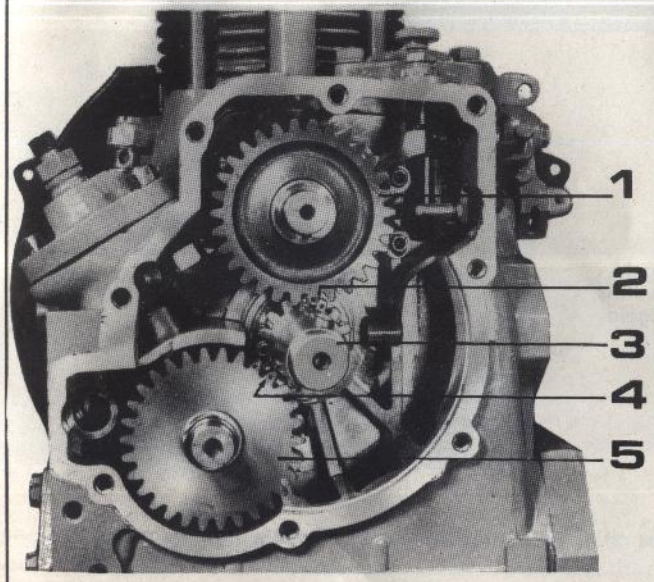

Fig. 15
Al momento di rimontare gli ingranaggi occorre verificare che l'ingranaggio con camma iniezione e l'ingranaggio albero a cammes (Fig. 15 n. 5 e 1) siano fasati rispetto all'ingranaggio albero a gomito (3). Appositi segni riportati sugli ingranaggi rendono agevole il controllo della fasatura illustrata in figura.